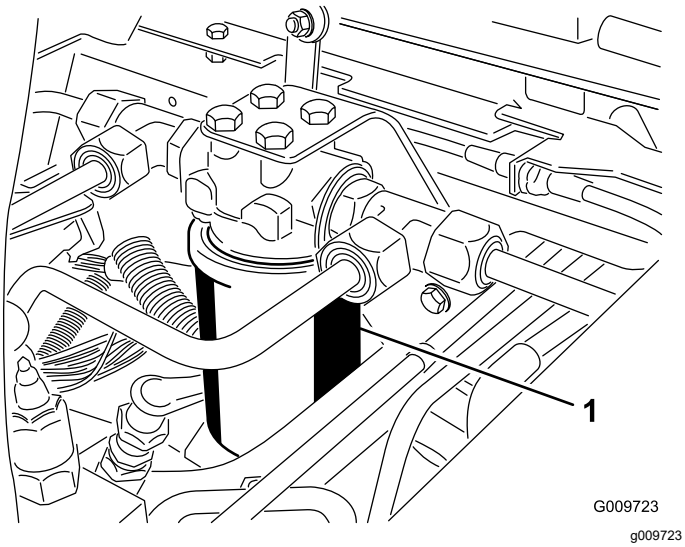
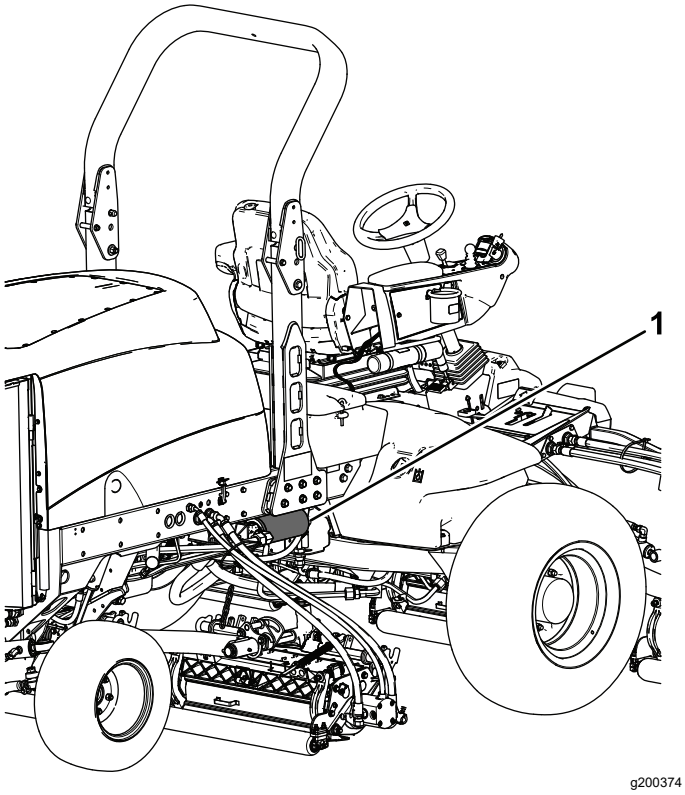

Рисунок 118
Рисунок 119
3. Подставьте под фильтр поддон, а затем снимите фильтр (Рисунок 118 и Рисунок 119).